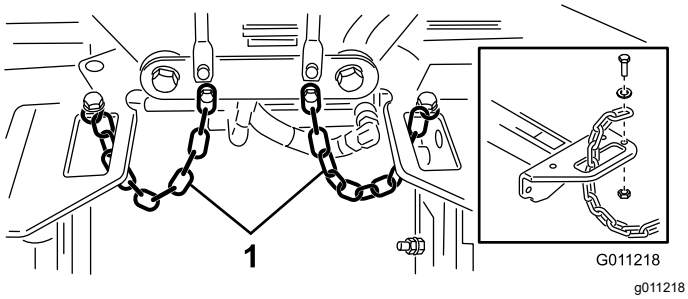

Rysunek 23
4. Przewlec łańcuch zabezpieczający przez wycięcie na końcu każdej ramy nośnej. Koniec łańcucha przykręcić na górze ramy śrubą z podkładką i nakrętką (Rysunek 23).